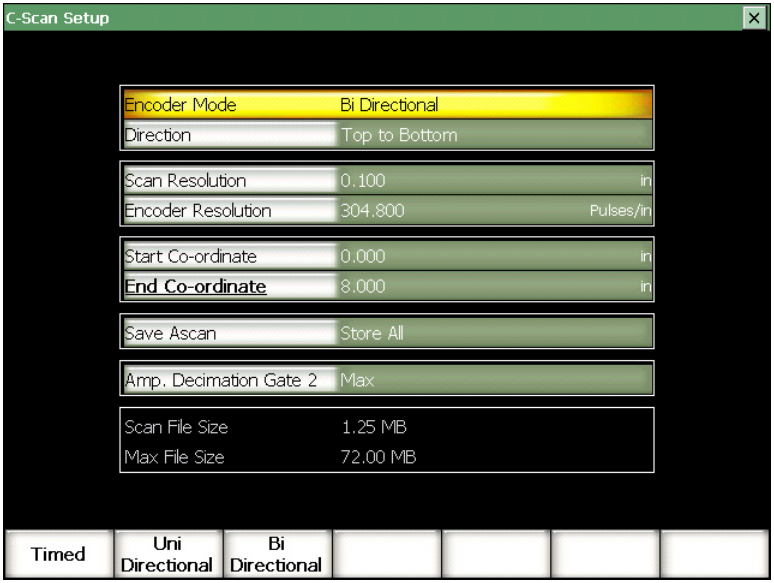

Figure 18-22 The C-scan Setup page
2. Select **C Scan > Setup** to enter the setup page (see Figure 18-22 on page 459).